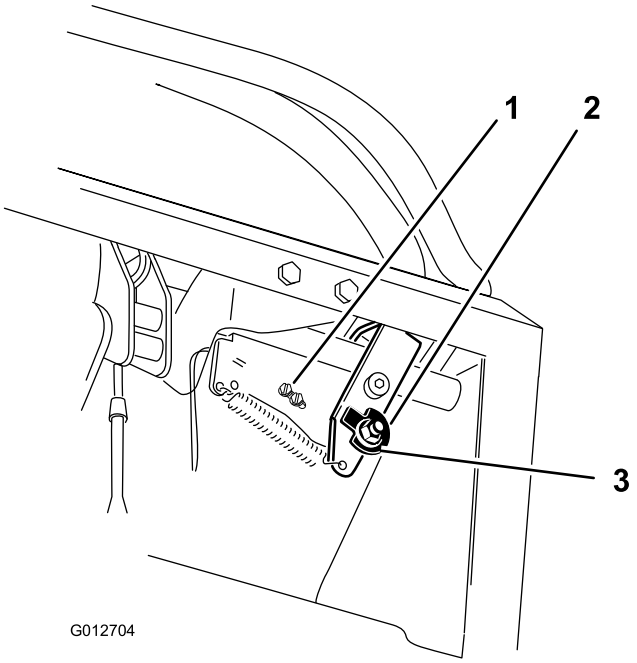
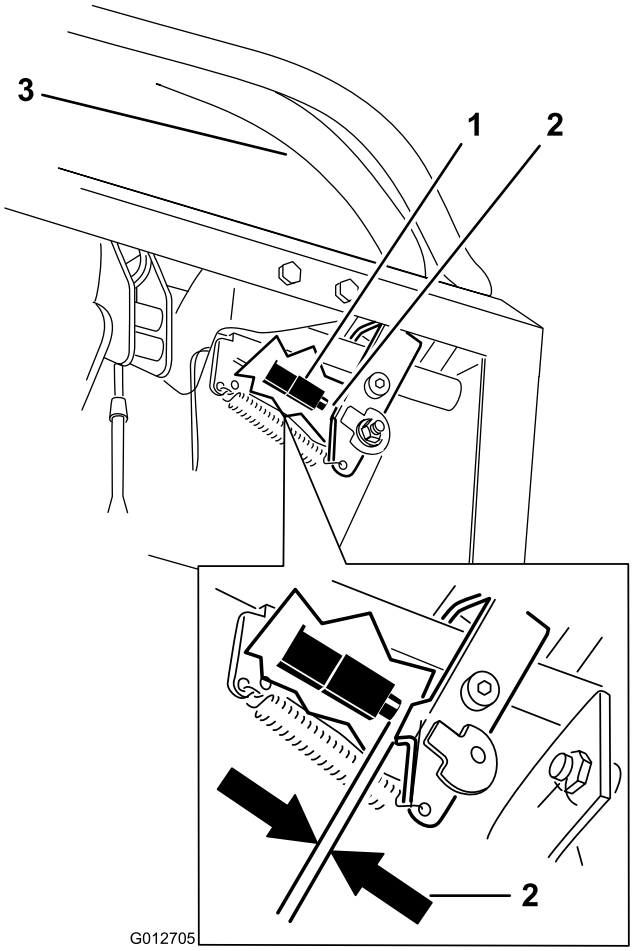

Figura 68
Figura 69
7. Solte a porca que fixa o excêntrico (Figura 68).
10. Verifique a folga entre a alavanca do controlo e o interruptor como apresentado em Figura 69. A folga tem de ter 3 mm com a alavanca direita de controlo do movimento na posição de desbloqueada em ponto morto.
11. Se necessário, desaperte os parafusos que fixam o interruptor e ajuste o interruptor (Figura 68 e Figura 69).